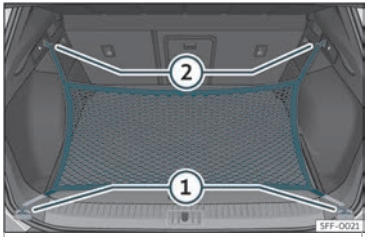

Abb. 113 Im Gepäckraum: Ösen ① und Haken ② zum Einhängen des Gepäckraumnetzes.
- Hängen Sie die kurzen Haken des Netzes in die Verzurrösen››› **Abb. 113** ① ››› ⚠ ein. Der Reißverschluss des Gepäckraumnetzes muss dabei nach oben zeigen.
- Befestigen Sie die Spanngurte in den Taschenhaken ②.